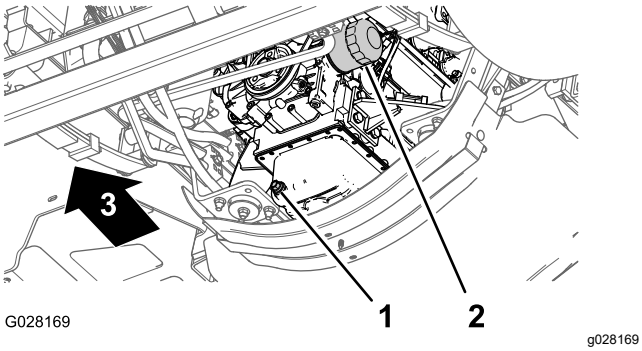

Figura 79
3. Alinhe um recipiente de escoamento debaixo do filtro de óleo do motor (Figura 79).
4. Retire o filtro do óleo antigo (Figura 79).
8. Instale um filtro do óleo no adaptador do filtro, rode o filtro de óleo no sentido horário até que a junta de borracha entre em contacto com o adaptador do filtro; em seguida, aperte o filtro mais ½ de volta (Figura 79).
1. Alinhe um recipiente de escoamento com o tampão de escoamento (Figura 79).
2. Retire o tampão de escoamento (Figura 79) e deixe o óleo escoar completamente.